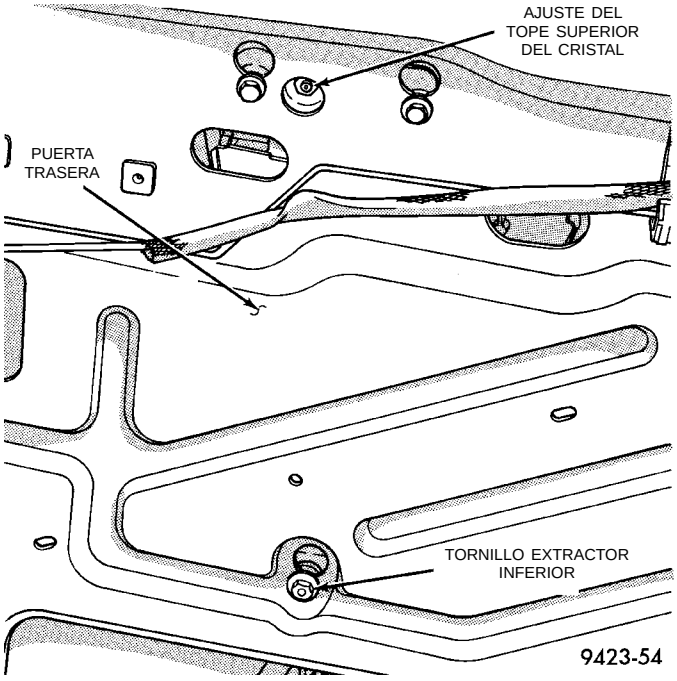

Fig. 89 Ajuste del cristal de la puerta trasera— característico
(1) Retire el panel tapizado de la puerta.
(2) Retire el protector contra el agua según sea necesario para poder acceder a los reguladores.
(3) Con un cubo de tuerca abocinada Snap-on® (FRXM10), afloje la tuerca de parante excentrada del tope superior (Fig. 89).
(4) Con una llave hexagonal apropiada, gire la tuerca excentrada del tope superior para poder obtener la altura del cristal adecuada.
(5) Ajuste el cristal de manera que se pueda pasar un papel entre el cristal y el burlete con cierta tensión.
(3) Con un cubo de tuerca abocinada Snap-on® (FRXM10), afloje las tuercas de parante de los tornillos extractores inferiores (Fig. 89).
(4) Con una llave hexagonal adecuada, gire los tornillos extractores para obtener la tensión correcta en la parte superior del cristal.